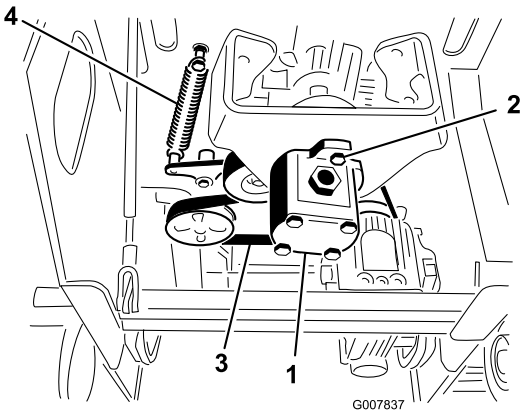

Figur 52
5. Lossa de två pumpbultarna (Figur 52).
6. Vrid pumpmätaren medurs och låt den falla bort från skivan (Figur 52). Kontrollera att spindelkopplingen faller ner tillsammans med pumpen.
7. Använd en fjäderdragare (kontakta en auktoriserad serviceverkstad) eller styv metallkrok och dra av mellanremsskivans fjäderände från fjäderbulten så att remmen inte är spänd (Figur 52).